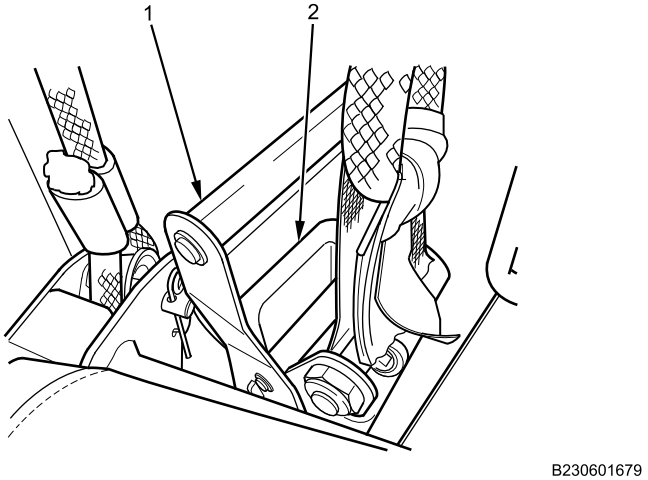

Figure 16. Seat Rope Tension Latch.
9. Place tension lever (Figure 16, Item 1) in up position and tension latch (Figure 16, Item 2) in the down position.